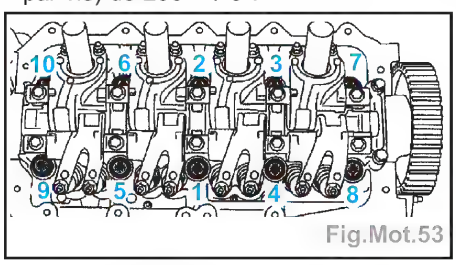

Fig.Mot.53
- serrage (dans l'ordre indiqué) de toutes les vis au couple de 2 daN.m (Fig. Mot.53),